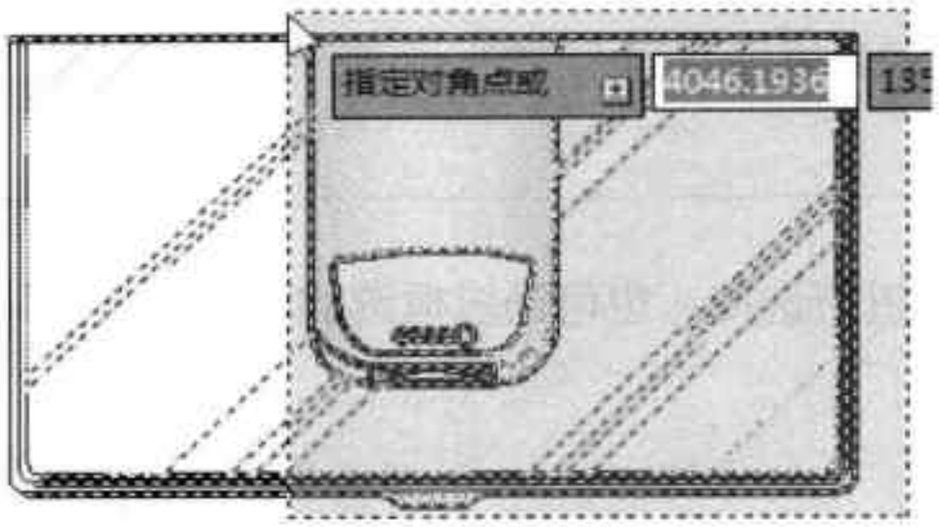

图6-5 窗交选择
- 从右至左框选称为窗交选择，其操作方法与窗口选择相似，它同样也可创建矩形窗口，并选中窗口内所有图形，如图6-5所示。与窗口方式不同的是，在进行框选时，与矩形窗口相交的图形也可被选中，如图6-6所示。